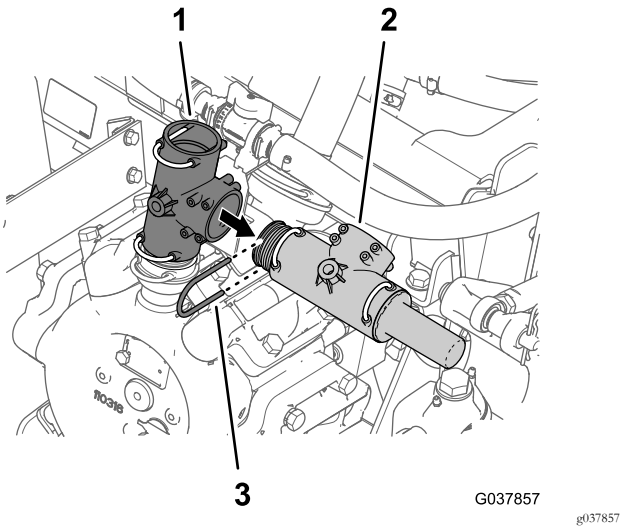

Figura 66
3. Retire la horquilla de retención que sujeta el acoplamiento en T con la válvula de alivio de presión al acoplamiento en T de la parte superior de la bomba de fumigación (Figura 66).
4. Retire el acoplamiento en T con la válvula de alivio de presión del acoplamiento en T en la parte superior de la bomba de fumigación (Figura 66).